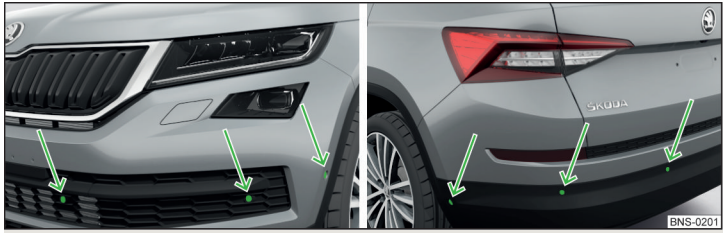

Fig. 205 **Lugar de instalación de los sensores del lado izquierdo del vehículo: delantero / trasero**
- Mantener los sensores del sistema » fig. 205 *de la pág. 169* limpios, libres de nieve y hielo, y no cubrirlos con ningunos objetos, de lo contrario puede estar limitado la función del sistema.
El sistema calcula la distancia entre el parachoques y un obstáculo mediante ondas ultrasónicas. Los sensores ultrasonidos se encuentra según el equipamiento del vehículo en el parachoques trasero o también en el delantero » fig. 205.